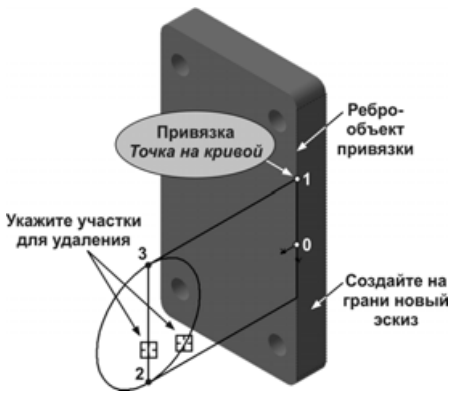

Рис. 5.122
- Создайте новый эскиз на боковой грани основания (рис. 5.122). В эскизе постройте прямоугольник. Его начальную точку 1 укажите на вертикальном ребре основания, с помощью локальной привязки **Точка на кривой**. Точку 2 укажите таким образом, чтобы она оказалась ниже точки 0 начала координат.